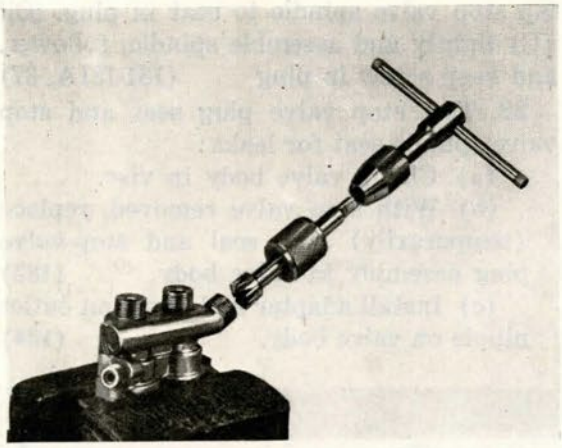

Figure 144
*4. Reface seats on nipples (Fig. 144). **(WE83, WE86, 443)**